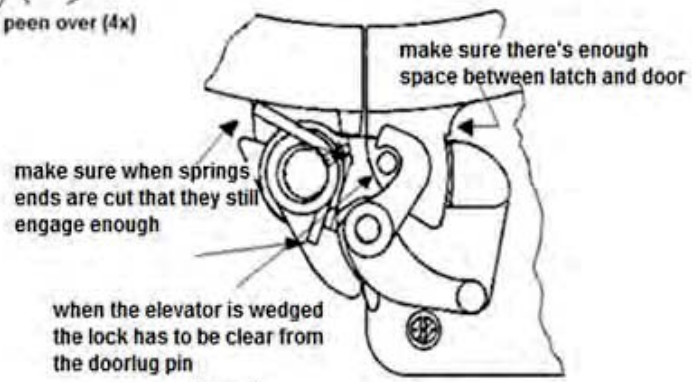

figure 2
4.7	Check if the ends of the latch spring have been trimmed. Note: Under tension, spring ends must stay fully engaged. (fig 2)